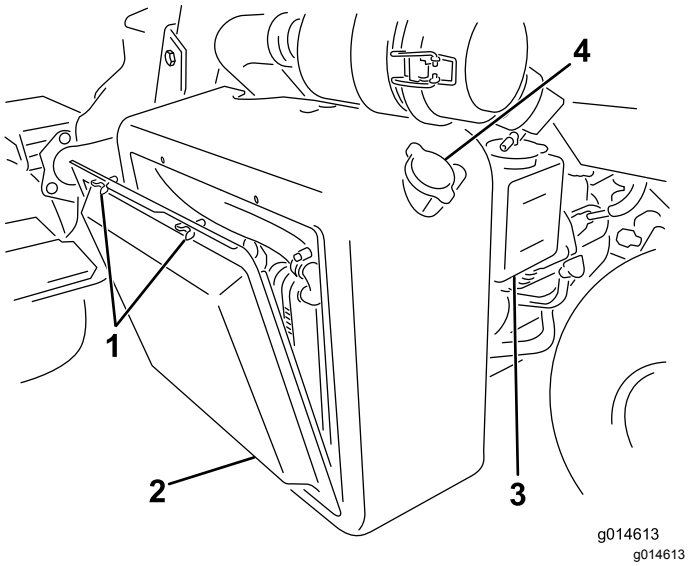
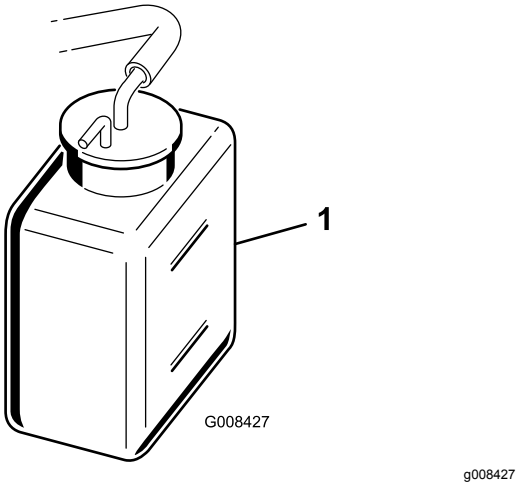

Figur 47
Figur 48
1. Ta bort kylargallret (Figur 47).
2. Kontrollera kylvätskenivån (Figur 47 och Figur 48).